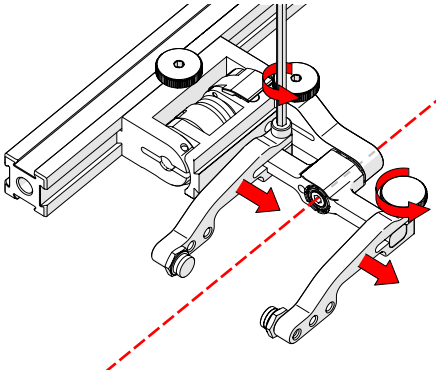

Fig. 143 - Adjust probe holder arms
5. Loosen the probe holder arm adjustment knob *(Fig. 143)* and remove outer probe holder arm from yoke.
6. Adjust inner probe holder arm as required to best centre the probe on the yoke's pivot axis *(Fig. 143)*.
> *TIP: The probe holder yoke can accommodate many different probe and wedge sizes of varying widths. It is best to centre the wedge with the yoke's pivot axis to reduce wedge tipping when scanning. Position the inner probe holder arm accordingly with the centre of the yoke (Fig. 143).*